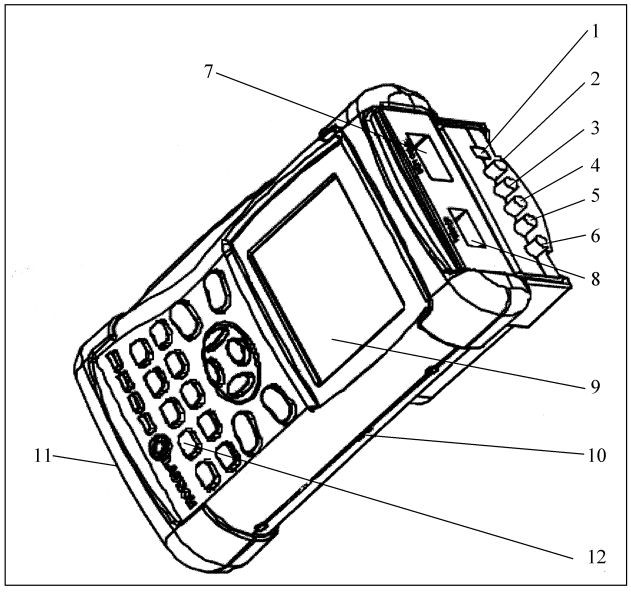
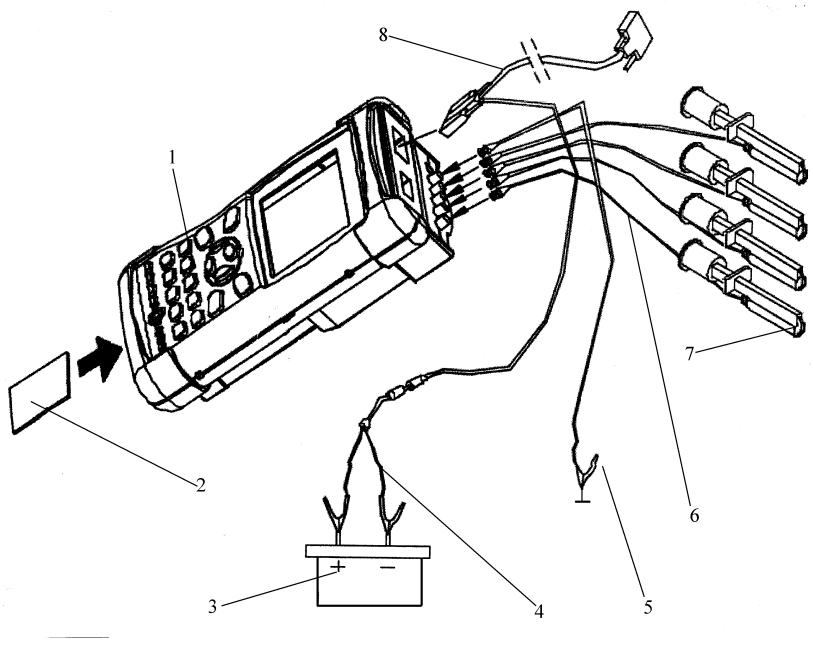

图 3-25　KES-200 主机
图 3-26　KES-200 示波器测试线路连接
① 汽车示波器的功能。KES-200 便携式发动机分析仪具有汽车四通道示波器、万用表、点火系统分析、起动系统分析、充电系统分析、气缸系统分析、废气分析仪接口、PC 联机、打印及互联网升级等功能。
② KES-200 主机及测试线路连接见图 3-25 及图 3-26。